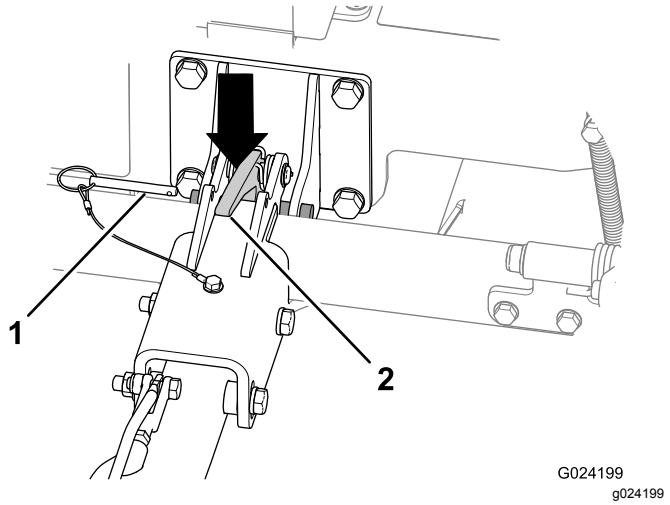

Figura 21
2. Retire o pino de bloqueio (Figura 21).
4. Empurre o trinco do engate para desengatar o engate (Figura 21).